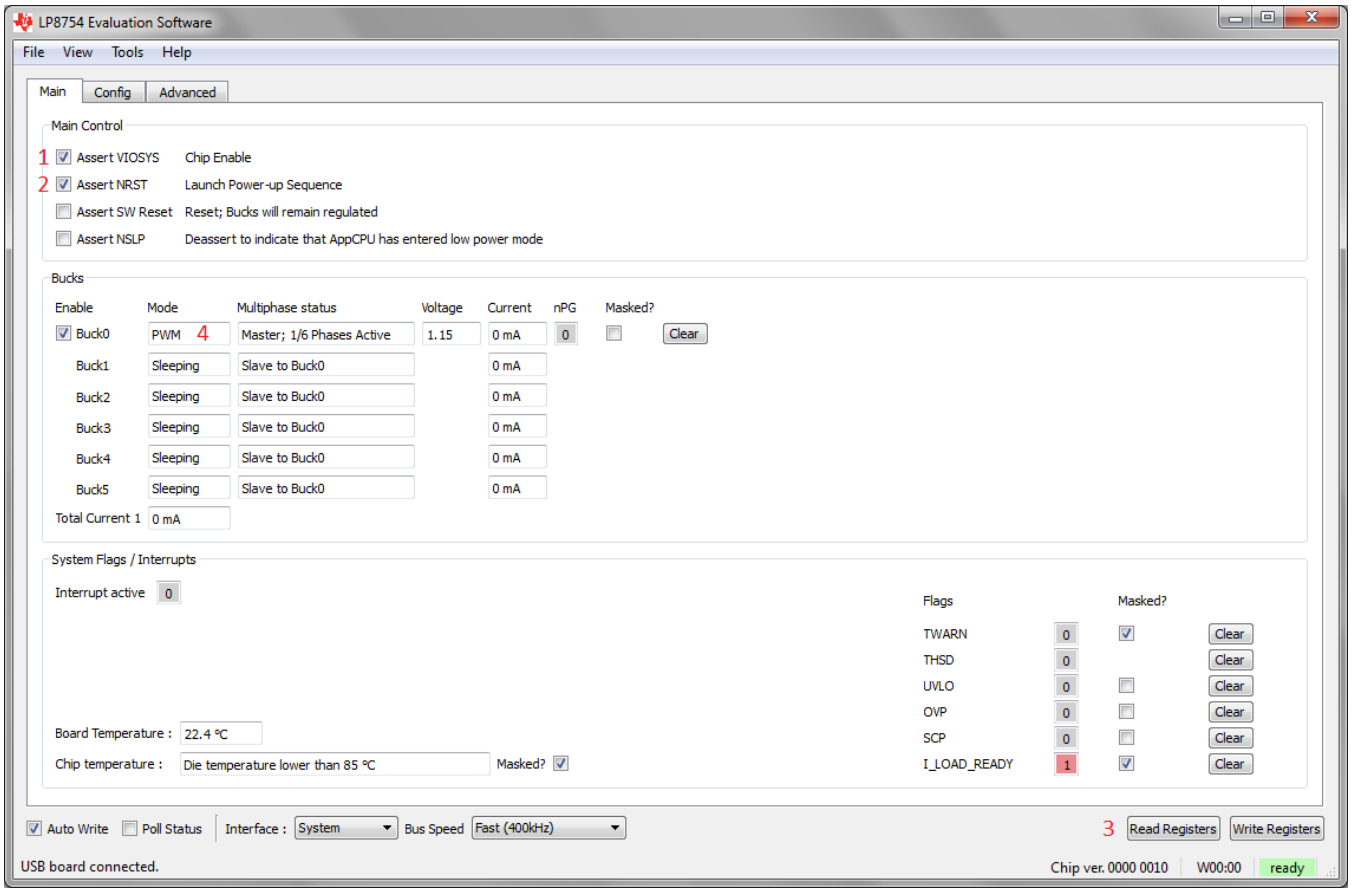

Figure 3. Evaluation Software GUI Showing Steps Needed to Power up the LP8754
1. On Evaluation software GUI, click on Assert VIOSYS. See Figure 3: Marking “1”.
2. Click on Assert NRST. See Figure 3: Marking “2”.
3. Click on Read Registers button. You should see ready message on green background next to the Read Registers button. See Figure 3: Marking “3”.
4. Check that the GUI indicates "PWM" under "Mode" and "Master; 1/6 Phases Active" under "Multi-phase" status. See Figure 3: Marking “4”.The EVM is now ready for testing with default register settings loaded.